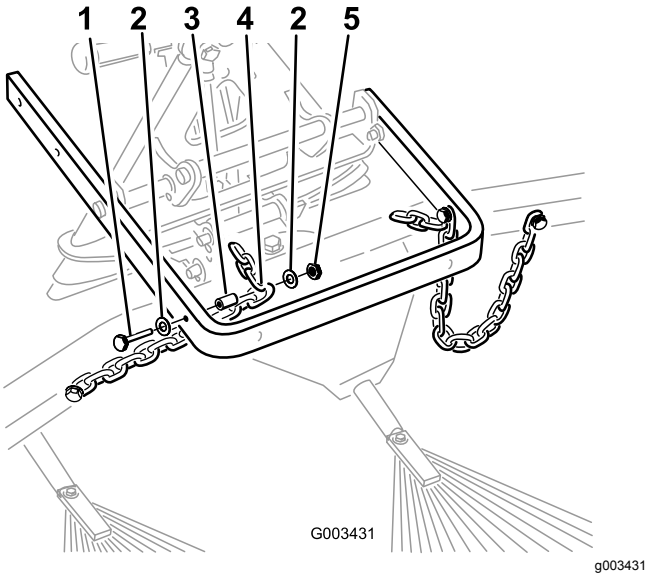

Figura 10
8. Sujete el tercer eslabón de cada cadena a la parte externa del brazo de elevación (Figura 10) usando un perno (⅜" x 2½"), 2 arandelas (⅜" x ⅞"), un espaciador y una tuerca (⅜").